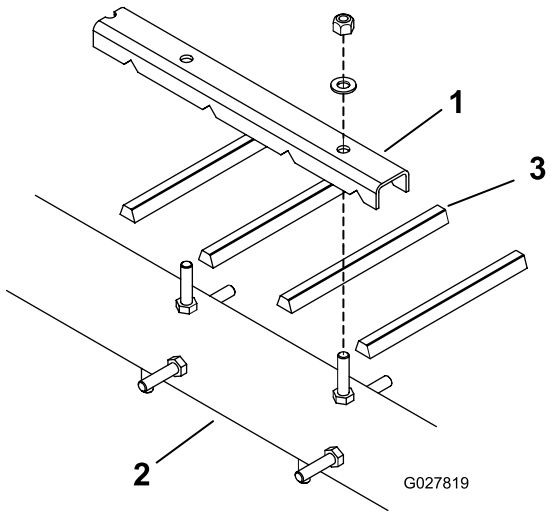
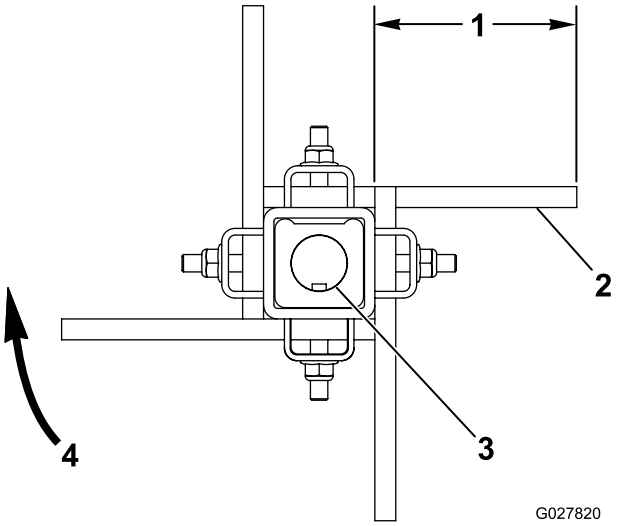

Figure 11
Figure 12
1. Desserrez les écrous et rondelles qui fixent les pince-doigts sur le rotor (Figure 11 et Figure 12).
3. Posez les nouveaux doigts (Figure 11 et Figure 12). Les doigts dépassent des pince-doigts d'environ 10 cm.